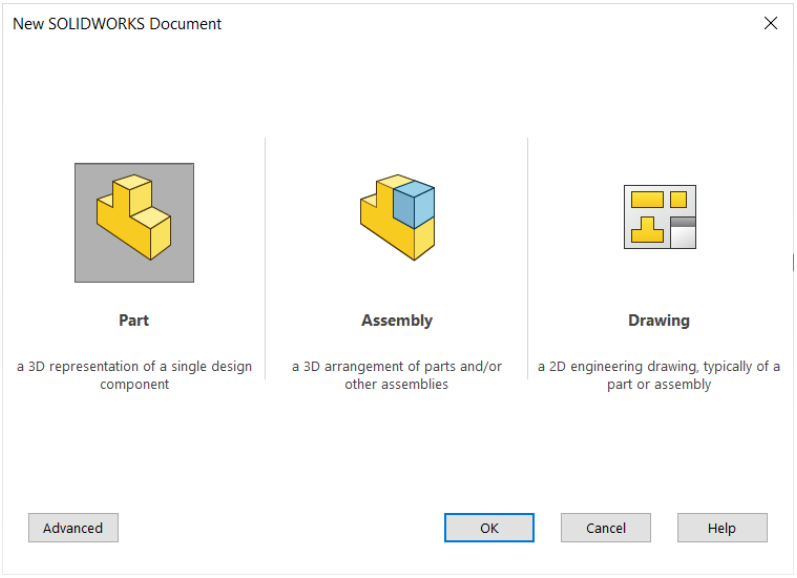

Figure 2-62 *The* ***New SOLIDWORKS Document*** *dialog box*
2. Choose the **Part** button available in the **New** area of the **Home** tab in the **Welcome - SOLIDWORKS** dialog box. A new SOLIDWORKS part document is invoked. You can also select the **New** button from the Menu Bar; the **New SOLIDWORKS Document** dialog box is displayed, as shown in Figure 2-62.